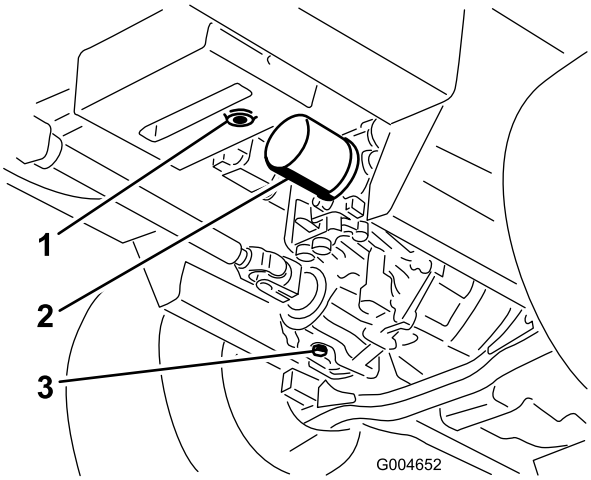

Rysunek 61
3. Umieść dużą miskę pod zbiornikiem hydraulicznym i skrzynią przekładniową, a następnie odkręć korki, spuszczając cały olej hydrauliczny (Rysunek 61).
4. Oczyść obszar wokół filtra oleju hydraulicznego i wyjmij filtr (Rysunek 61).